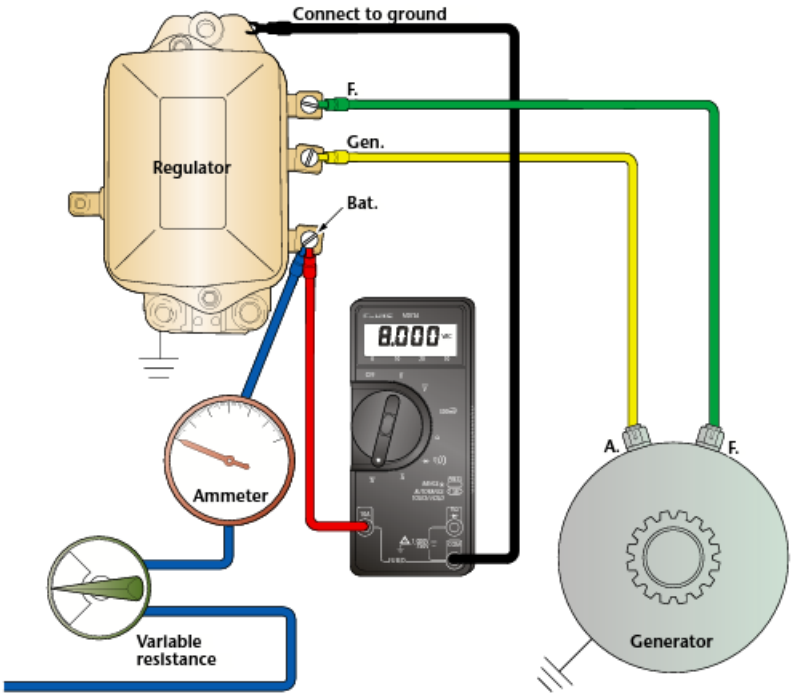

Figure 4-2-8. Checking the voltage setting using the variable resistance method.
- Connect the ammeter and 0.25-ohm variable resistor in series with the battery as shown in Figure 4-2-8.